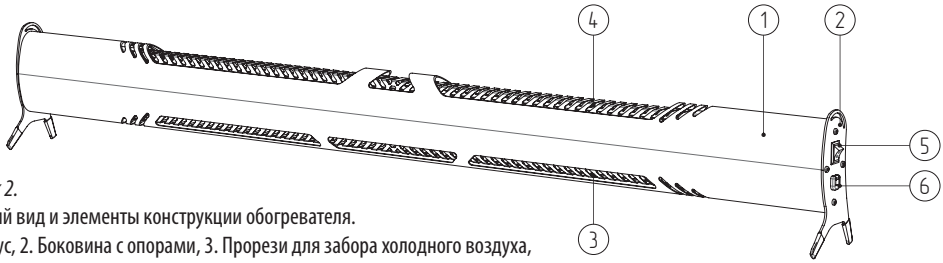

Рисунок 2.
5.1. Конвектор (см. рис. 2, 3) представляет собой металлический корпус *(1)* с боковинами с опорами *(2)*. Внутри корпуса на шасси расположен электронагревательный элемент (на чертеже не показан). На одной из боковин расположены рокерный переключатель (клавишный выключатель) с подсветкой *(5)* и вывод шнура питания (шнур с вилкой условно не показаны).